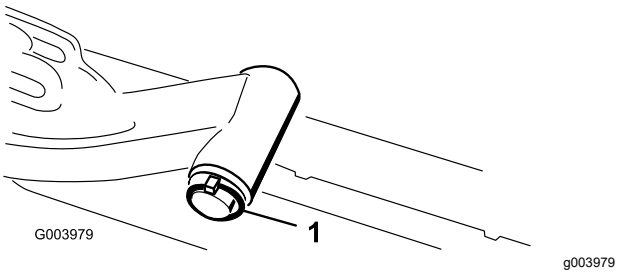

Рисунок 18
A. Снимите шплинт и шайбу, которые крепят ось поворота к подъемному рычагу, и снимите ось поворота с подъемного рычага (Рисунок 18).
C. Вставьте ось поворота подъемного рычага в подъемный рычаг и зафиксируйте шайбой и шплинтом (Рисунок 18).